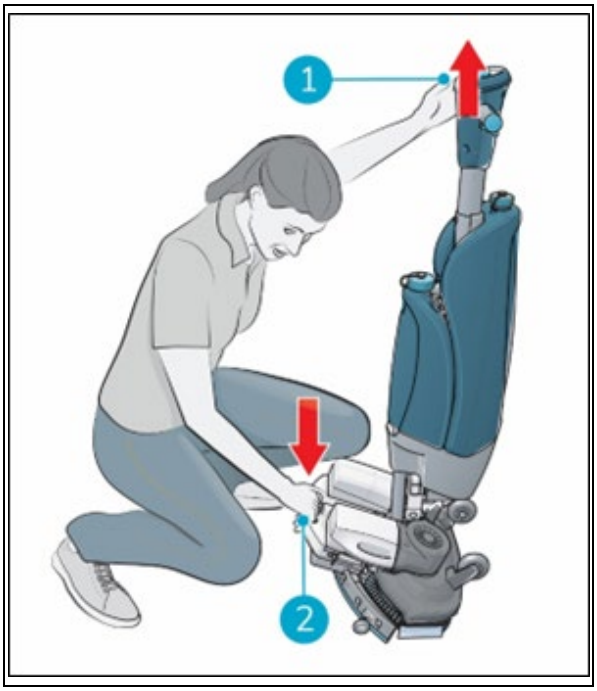

Figur 17
1. Sett deg på huk mens du holder skrubbedekket godt fast med én hånd (Figur 17, pos 2).
2. Skyv håndtaket fremover med den andre hånden (Figur 17, pos 1).